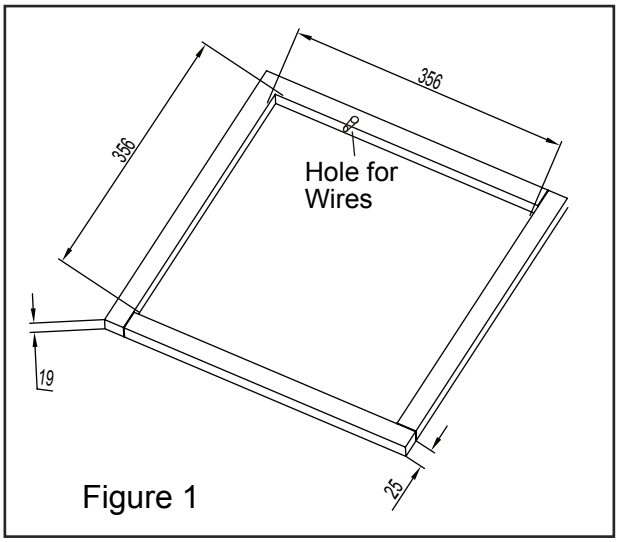

Figure 1
3. Examine the roof opening size, if the opening is smaller than 356x356mm, the opening must be enlarged. If the opening exceeds 356x356mm, a mounting plate (frame) must be fabricated to reduce the opening size (see Figure 1).
If a roof vent opening is not used,a new opening(see figure 1)will be cut into the vehicl roof. A matching opening will also have to be cut into the interior vehicle ceiling,be careful when cutting the ceiling opening because if the ceiling opening is carpeted,snagging could occur. After the opening in the roof and interior ceiling are the correct size,a framed support structure must be placed between the exterior roof top and interior ceiling.The reinforced framed structure must follow the follwing guidelines:
2. It must be capable of holding the roof outer surface and interior ceiling apart and supporting them, so that when the roof top air conditioner and ceiling assembly are bolted together,no collapsing occurs. A typical support frame is shown in Figure 1.